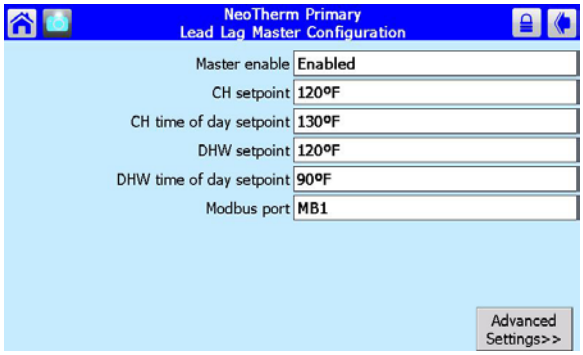

Fig. 113 – Lead/Lag Master Configuration
3. Press the Configure button. The display will present the Lead/Lag Master Configuration Screen (Fig. 113).